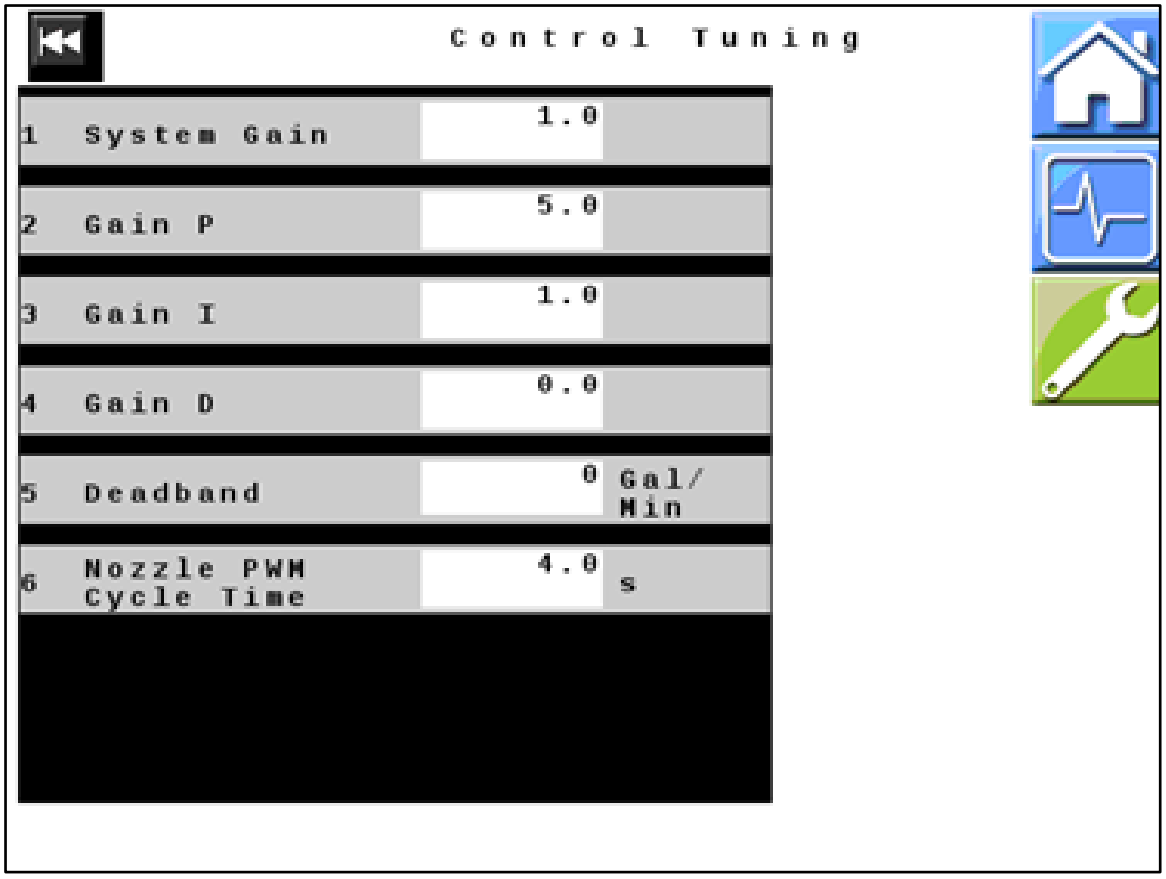

Figure 22 — Control Tuning
40. *Figure 22:* Verify that all values displayed on your unit match those shown here. Change values if necessary.